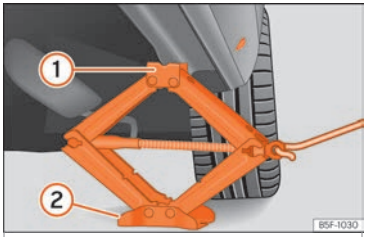

Fig. 77 Longherone: posizionamento del cric del veicolo.
- Ruotare la manovella del cric*, posto sotto il punto di appoggio del longherone, per alzarlo finché la linguetta ① **››› fig. 77** non avrà raggiunto l'alloggiamento previsto.
- Allineare il cric* in modo tale che la linguetta ① "si agganci" nell'apposito alloggiamento del longherone e la piastra di base mobile ② resti appoggiata al suolo. La piastra di base ② deve cadere sul lato verticale rispetto al punto di appoggio ①.